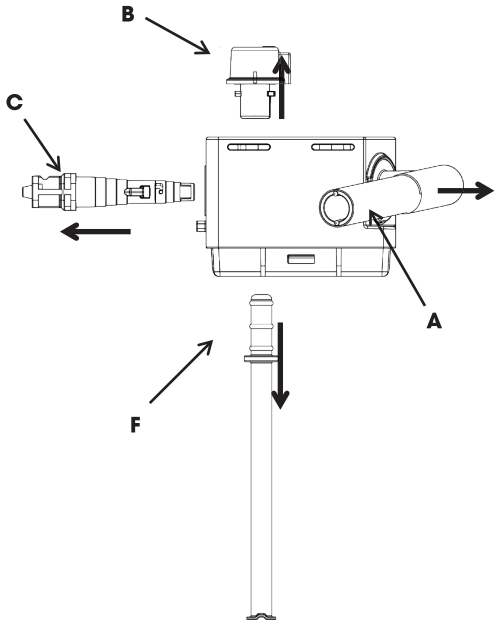

Figura 1
1. Gire el tubo de salida de leche (A) a la posición que se muestra en el diagrama (Figura 1) y sáquelo horizontalmente.
2. Gire la perilla del depósito de leche (B) horizontalmente a la posición de desbloqueo sobre la tapa de la caja de leche, luego tire de la perilla hacia afuera verticalmente.
3. Gire el conjunto del núcleo de la válvula de vapor (C) a la posición de desbloqueo en la cola de la caja de leche, y saque el conjunto del núcleo de la válvula de vapor horizontalmente.
4. Saque el tubo de succión de leche (F) verticalmente del conjunto de la tapa del tanque de leche.